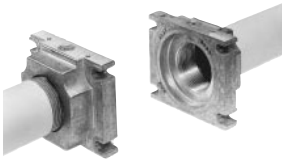

Рис. 4
3. Установить Мультиблок между резьбовыми фланцами (Рис. 4)